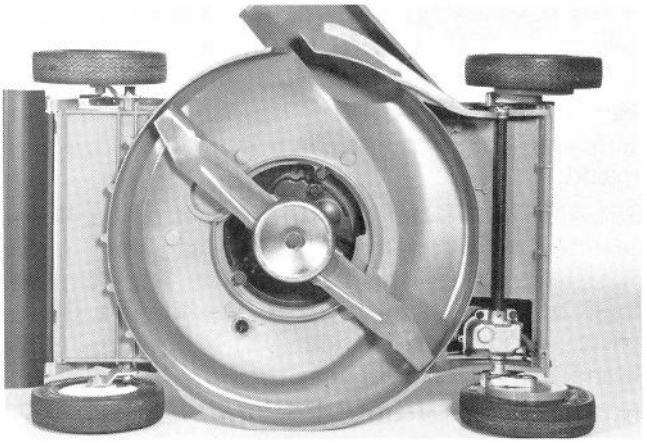

Afbeelding 27
2. Zet maaier op linkerzijde (Afb. 27). Verwijder maaisel en vuil door hem met een tuinslang te bespuiten of met behulp van een houten schraper.